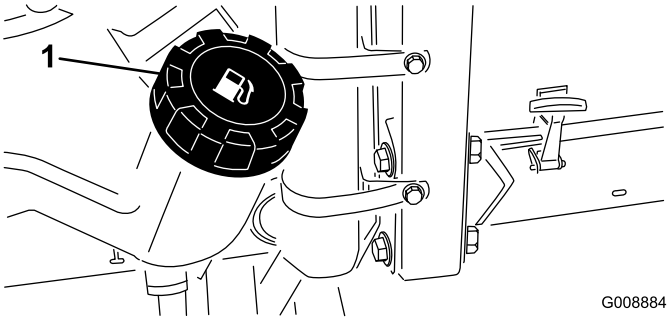

Figuur 21
1. Maak de omgeving van de dop van de brandstoftank schoon (Figuur 21).